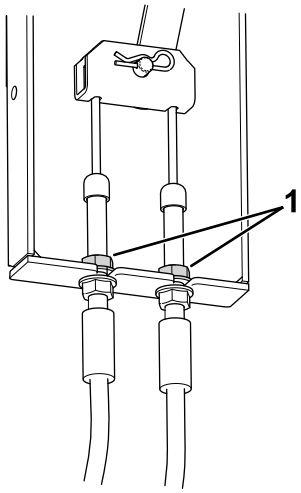

**Figuur 72**
3. Zoek de remkabelbevestiging (Figuur 72) onder de linkerkant van de machine, dicht bij het linkerwiel.